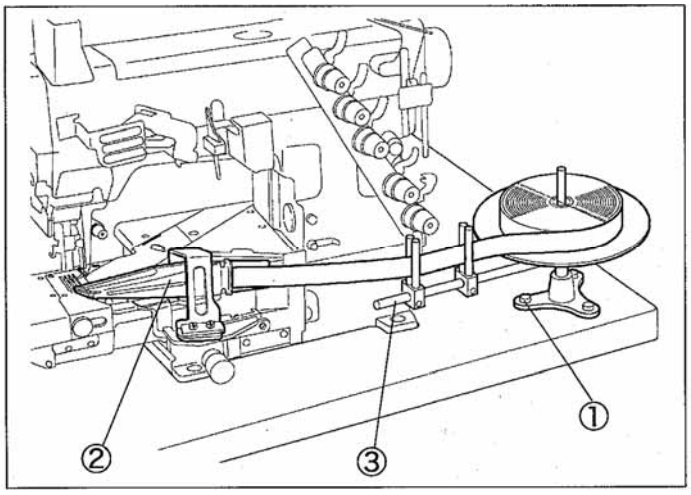

Рис. 7-4
(2) Пользуясь рис. 7-4 закрепите держатель тесьмы на столе при помощи деревянного винта ①.
(3) Отрегулируйте направление стержня направителя тесьмы таким образом, чтобы тесьма подавалась к направителю края материала ② равномерно.